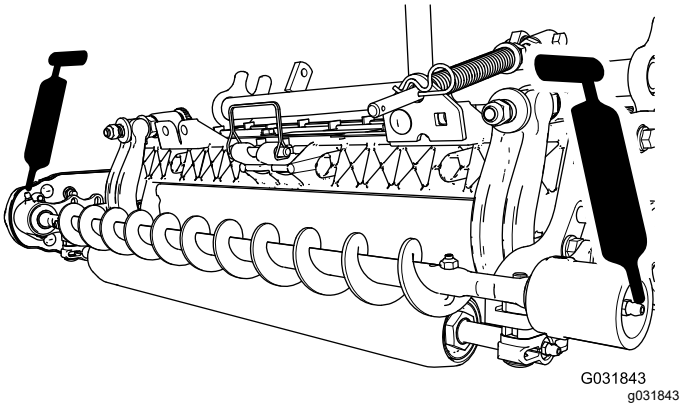

Figure 20
3. Lubricate the grease fittings on each of the roller-brush bearing housings with No. 2 lithium grease (Figure 20). Wipe off any excess grease, especially around the excluder seals.